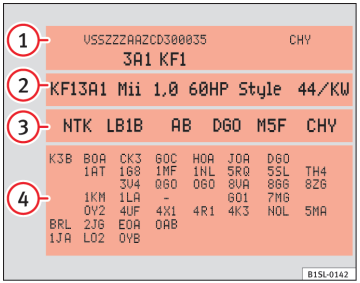

Fig. 158 TO: Vehicle data label: in the example, engine with code CBFA ③. B: Identification plate.
The vehicle data label ⇒ fig. 158 is at the front of the spare wheel well. It contains the following data:
① Vehicle identification number (chassis number)
② Vehicle type, engine power, gearbox type
③ Engine and gearbox code, paint number, interior equipment. In the example, the engine has the code “CBFA” ⇒ fig. 158.
④ Optional extras, PR numbers